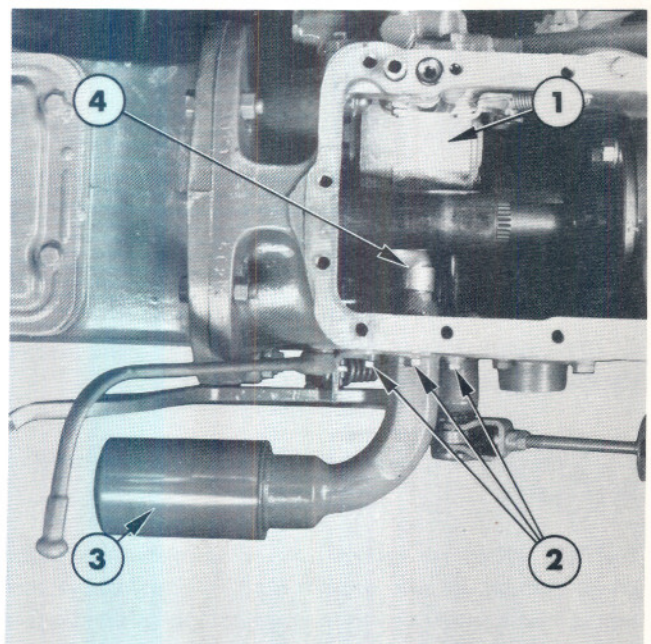

Figure 56
2. Unscrew and remove the filter, Figure 56.